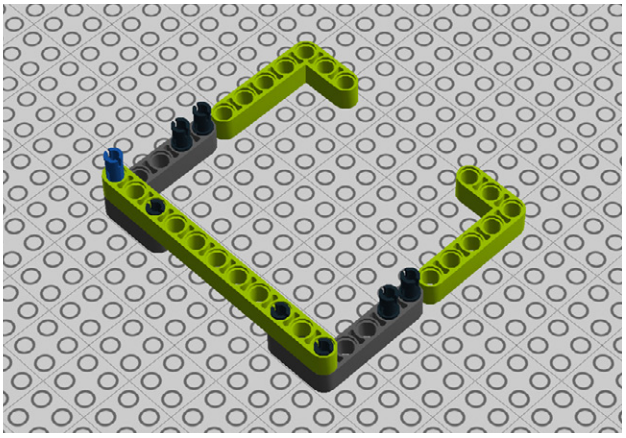

Figure 9-82. *Step 77: Adding a couple more angle beams and an 11M beam*
77. Set two more 3x5 angle beams next to the others. We'll secure them later! Also, add an 11M beam (Figure 9-82).